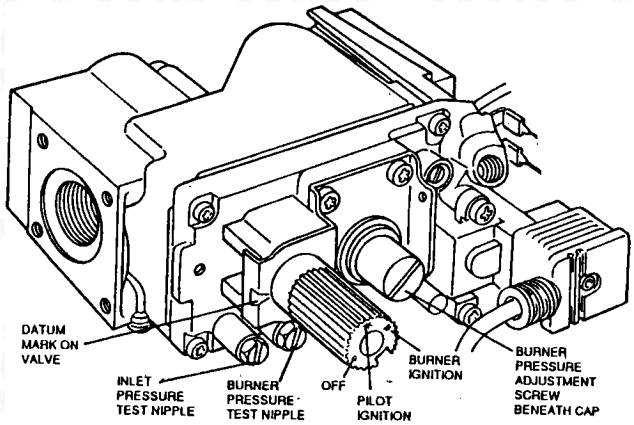
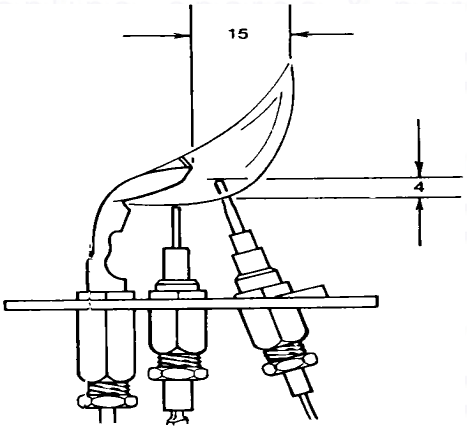

Figure 19 GAS CONTROL VALVE
Figure 20 PILOT BURNER
F. Partly depress and turn the gas control knob clockwise ensuring the symbol • lines up with the datum mark on the gas valve body. See Fig 19. This ensures that the valve is in the ‘OFF’ condition.
A. Remove the screw from the burner pressure test nipple on the gas control valve and fit a pressure gauge to the test nipple. See Fig 19.
C. If burner pressure adjustment is necessary, remove the screwed cap from the gas control valve, see Fig 19, and turn the screw beneath clockwise to increase pressure and anti-clockwise to reduce pressure.
The pilot burner pressure is non-adjustable. The pilot flame should heat the thermocouple so that the pilot safety device is “held in” but must not cause the thermocouple to glow bright red. Fig 20 illustrates the approximate size of a correct flame. The E.M.F. generated by the thermocouple should be of the order of 20-30 mV open circuit, 10-14 mV closed circuit. Due to the voltage drop in the overheat thermostat circuit there should be 6.5-8.5 mV closed circuit at the connection to the gas control valve. Drop out should occur between 1-3 mV closed circuit. If these conditions cannot be achieved check that the inlet pressure is 20 mbar See Fig 19 for inlet pressure nipple. If this is correct contact Potterton Myson.